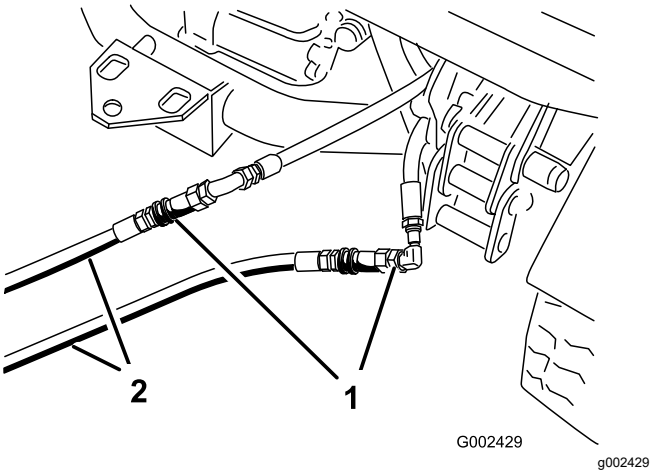

Figuur 74
3. Sluit de 2 opstartslangen op de defecte machine aan op de slangen die zijn losgemaakt (Figuur 74).